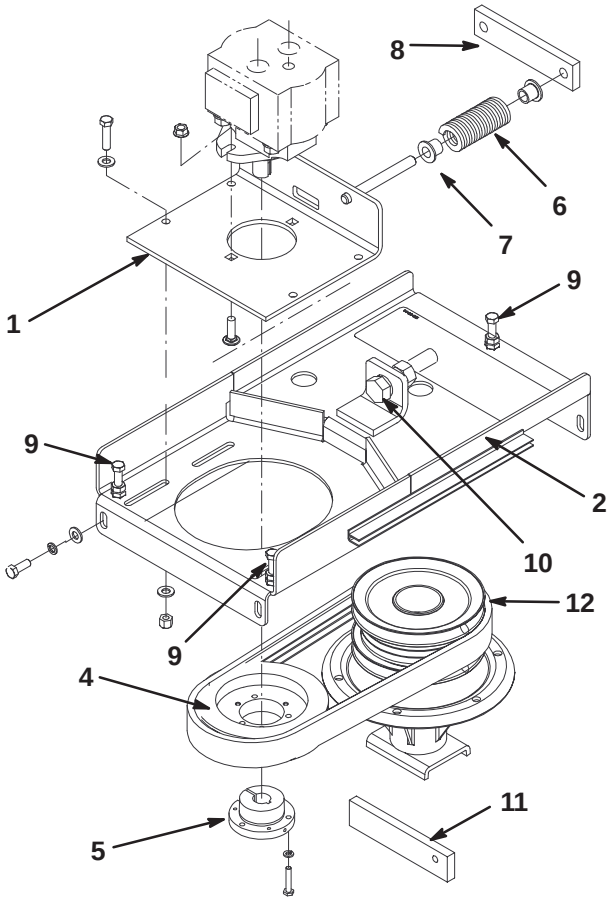

Figure 65
2. Loosen jam nut and relieve tension on springs with tensioner bolt (Fig. 65).
3. Loosen (4) capscrews securing slide plate to motor mount (Fig. 65).
4. Remove (4) capscrews securing motor mount to deck (Fig. 65).
6. Position motor mount onto deck while routing belt around drive pulley (Fig. 65). Be careful not to bend, twist, kink or damage flexible hydraulic lines.
7. Tighten (4) capscrews securing motor mount to deck.
8. Check the drive pulley (Fig. 65) height as follows:
- Slide the height gauge (Fig. 65) under drive pulley (not under hub).
- Equally tighten or loosen (3) adjusting screws (Fig. 65) until bottom of pulley rests on height gauge (approximately 1–1/2”).
4. Loosen (4) capscrews securing slide plate to motor mount (Fig. 65).
5. Remove (4) capscrews securing motor mount to deck (Fig. 65).